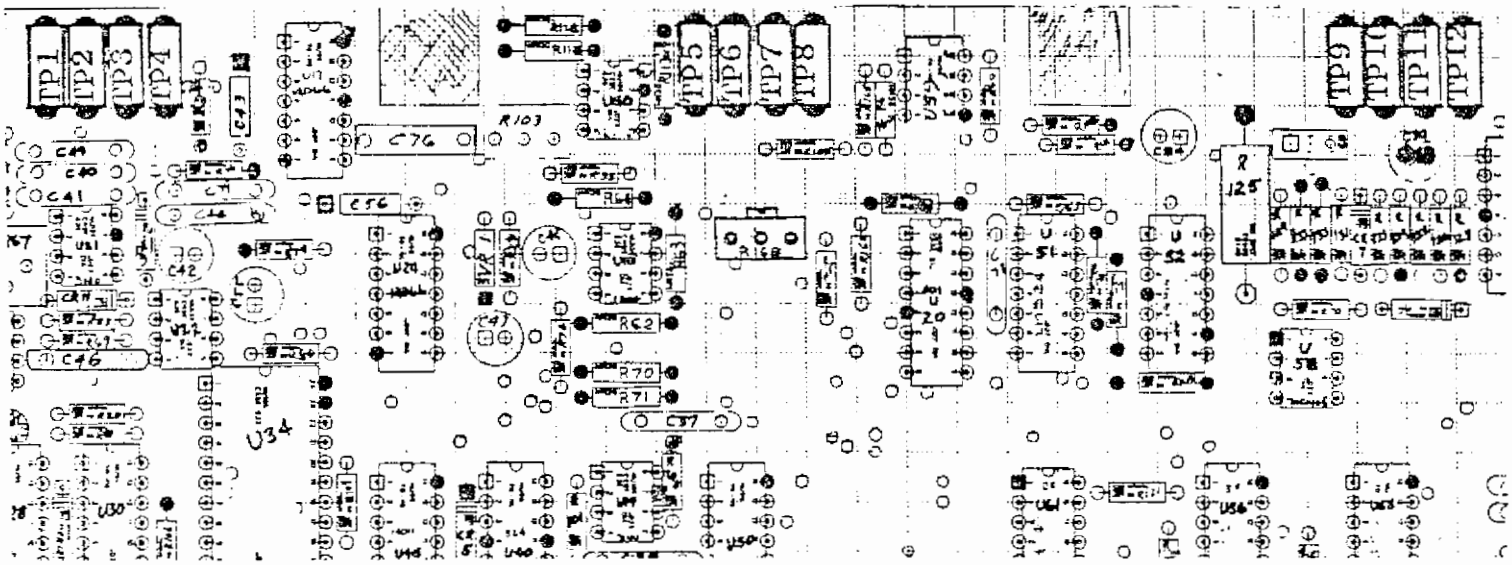

FIGURE 6.2 SCOPE/DVM CONTROL TEST POINT NUMBERING
6.1.5 Remove the ground from the DVM Input and connect the DVM Input to TP 12 of the Scope/DVM Control Board. (See Figure 6.2)